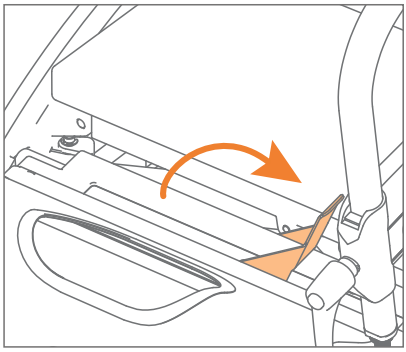

Abbildung 49: Rollstuhlpaket entriegeln.
a. Heben Sie den roten Hebel ohne Kraftaufwand an. Dadurch werden die Verriegelungsstifte zurüchgezogen: das Entriegeln **(Abbildung 49)**.